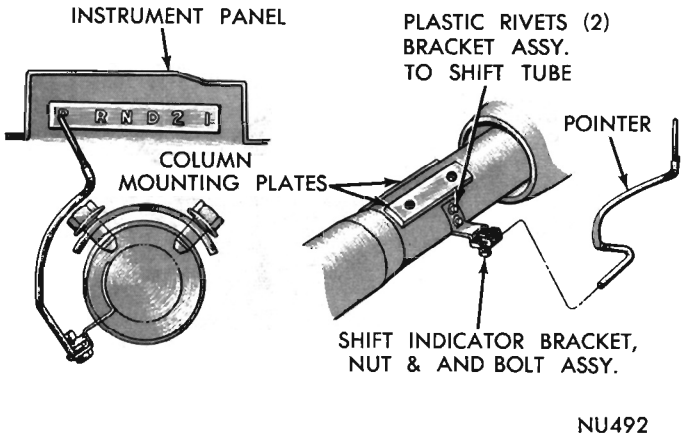
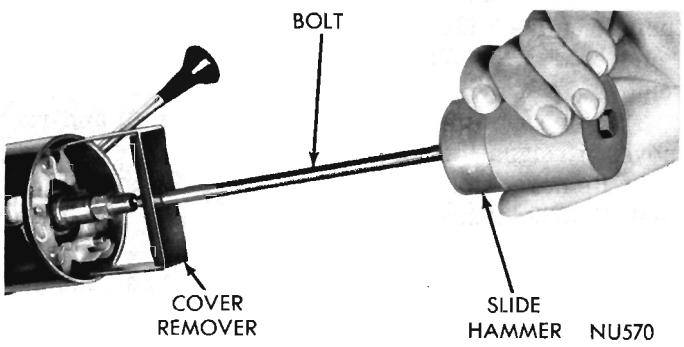

Fig. 4—Shift Indicator Mounting
Fig. 5—Removing Tilt Actuator Cover
(4) Carefully pry upward on one end of gearshift indicator bracket to remove it from gearshift tube (Fig. 4).
(5) Drive out gearshift lever pivot pin, then remove lever from housing. Remove tilt release lever and turn signal switch lever.
(6) Position actuator cover remover Tool C-4100 then assemble Slide Hammer and bolt, Tool C-4041 to remover (Fig. 5). Bump outward on slide hammer to remove cover.